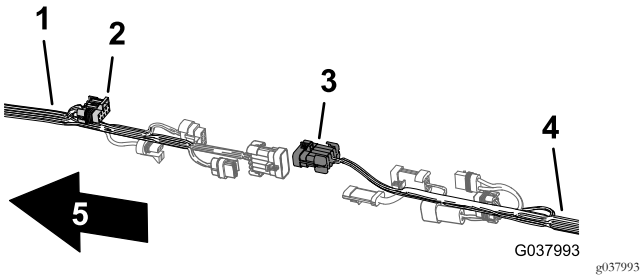

Figura 106
2. Conecte el conector hembra de 10 vías de interconexión del arnés de cables delantero al conector de 10 pines de interconexión del arnés de cables trasero (Figura 106).